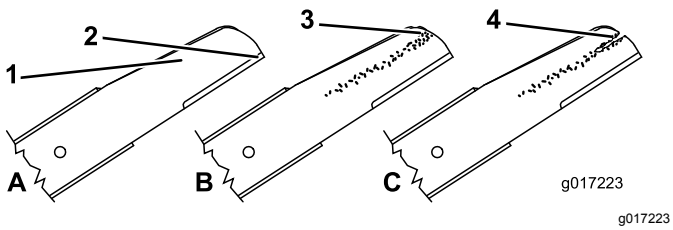

Figuur 42
1. Controleer de snijranden (Figuur 42). Als de randen niet scherp zijn of bramen vertonen, moet u de maaimessen verwijderen en slijpen of vervangen.
2. Controleer de messen zelf, met name het gebogen deel (Figuur 42). Als u beschadiging, slijtage of groefvorming in dit deel constateert, moet u het mes direct vervangen door een nieuw exemplaar.